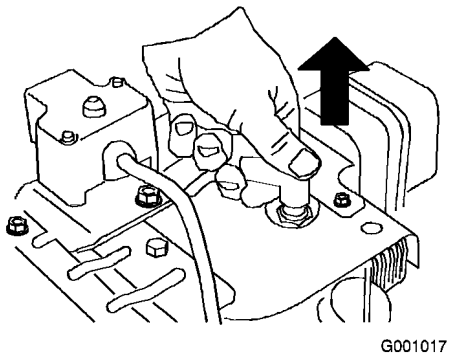

Bild 41
3. Ziehen Sie den Kerzenstecker ab (Bild 41).